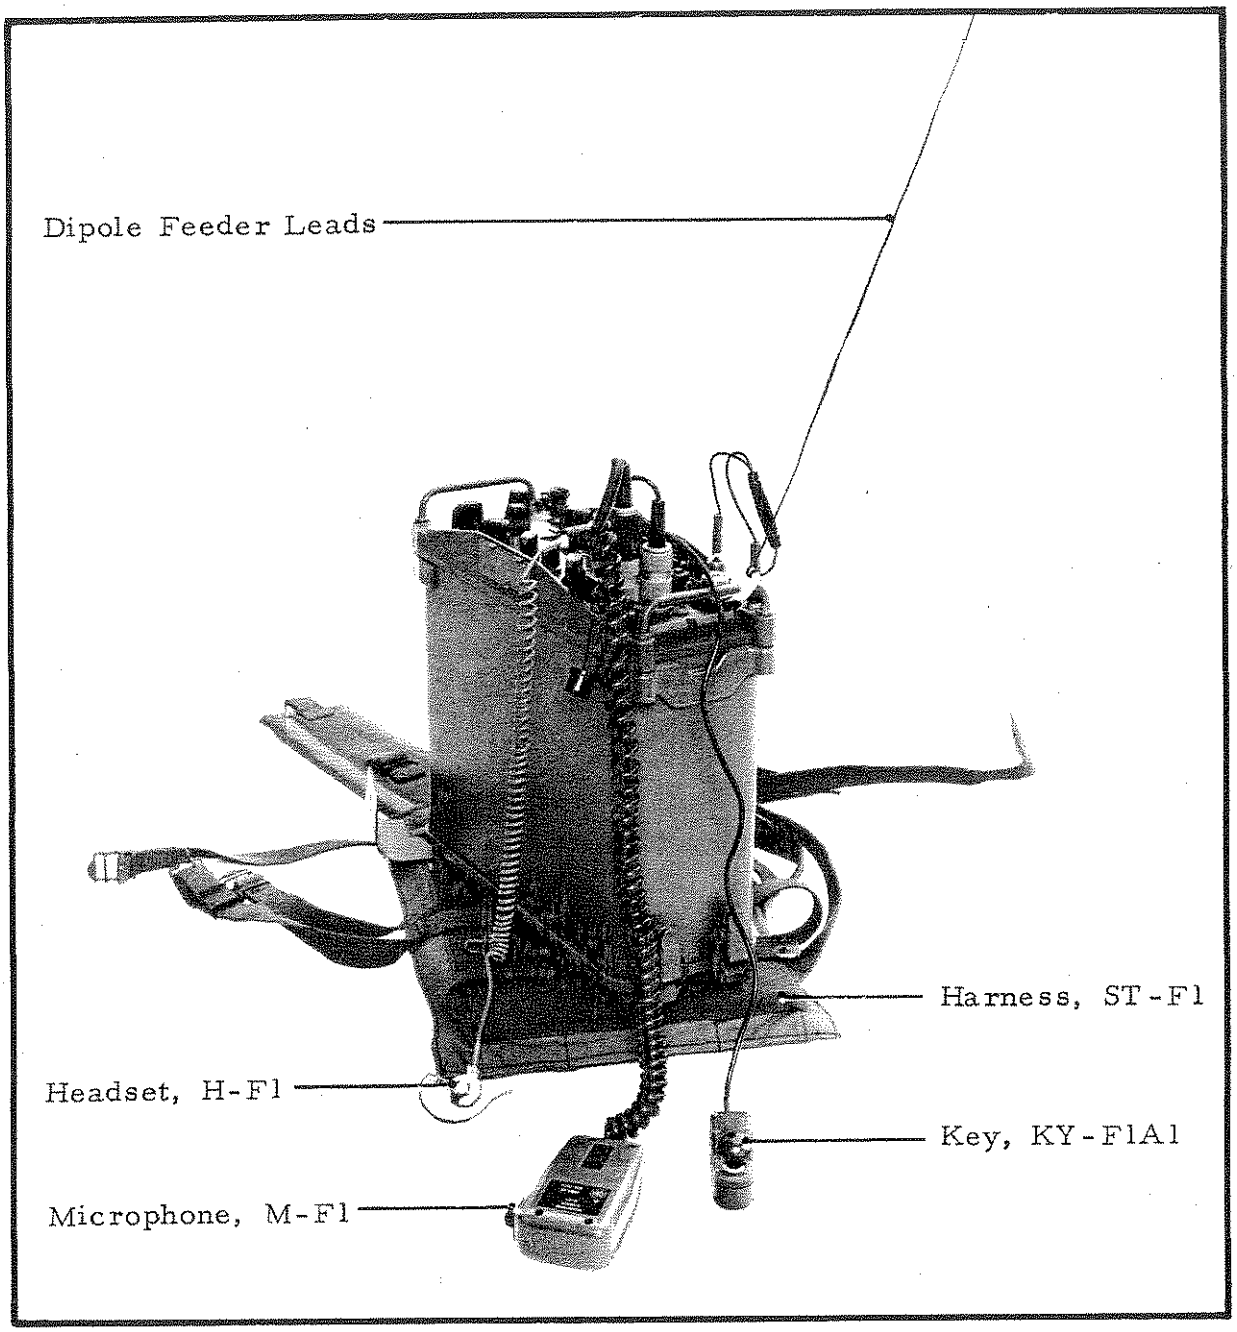

FIG 34
USED ON GROUND STATION SHOWN IN FIG 34
b. Antenna AS-F2 (dipole) for long range sky wave communications. When using the dipole antenna, ensure that the case of the Receiver-Transmitter is isolated from earth, and do NOT use an earth wire or the Counterpoise Antenna. A Radio Set PRC-F1 (or F3) set up as a temporary ground station using Antennae AS-F2 is shown in Fig 34. Note the use of the Harness, ST-F1 as a means of isolating the case of the set from earth.